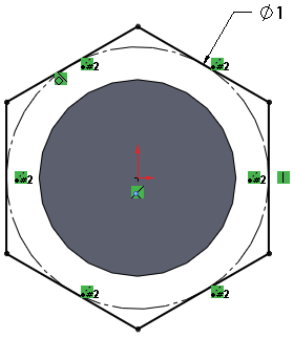

Figure 2-19 *Fully-defined sketch*
10. Choose the **Make Vertical** option from the pop-up toolbar, refer to Figure 2-18; the vertical relation is applied to the selected entity and the color of the sketch is changed to black, indicating that the sketch is now fully-defined, refer to Figure 2-19.
Figure 2-19 shows all the relations applied to the sketch. You can hide these relations by choosing the ***View Sketch Relations*** *button from the* ***Hide/Show Items*** *flyout in the* ***View (Heads-up)*** *toolbar. This is a toggle button.*